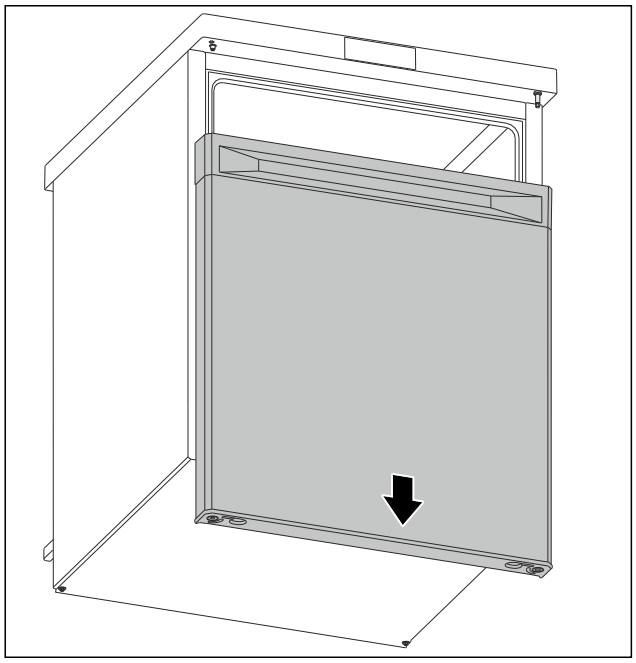

Fig. 6
- ▶ Noņemiet durvis virzienā uz leju. (skat. Fig. 6)